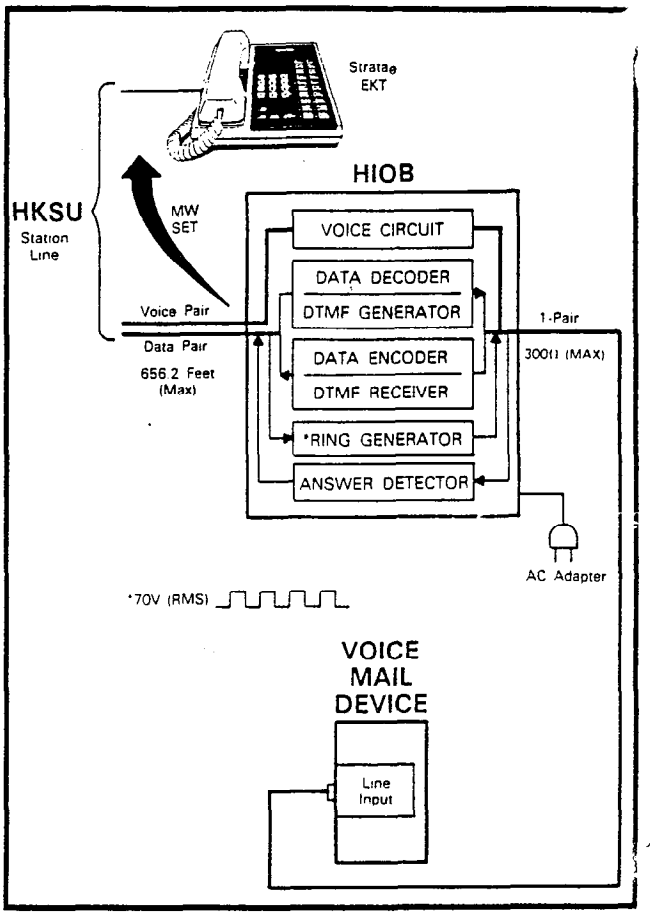

FIGURE 27—HIOB FUNCTIONAL BLOCK DIAGRAM
09.21 General: Provides a circuit interface with the system for external devices such as a voice mail machine, answering machine, standard telephone*, modem, etc. (see Figure 27). The HIOB circuit includes a DTMF generator, DTMF receiver, ring generator, answer detector and voice circuit (DTMF signal time from HIOB to device is fixed at 160 ms). Table A indicates available station lines and system capacities.